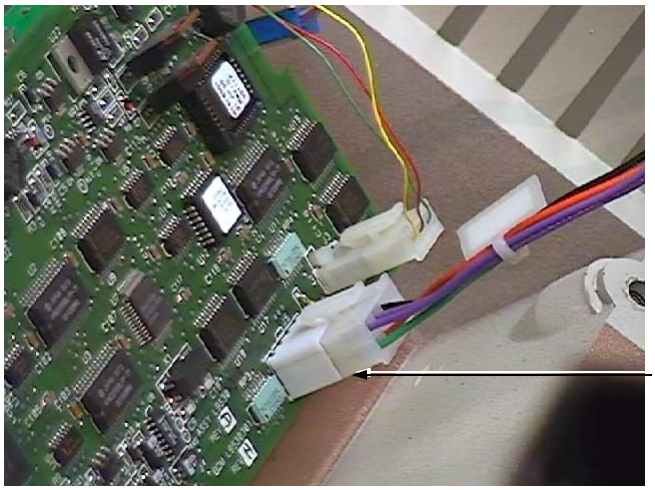

Figure 3-7 Front Panel PCB Harness Connector
5. Lift the panel towards the leak detector and insert the white PCB harness molex connector plug into the connector located on the touch panel PCB assembly (Figure 3-7).